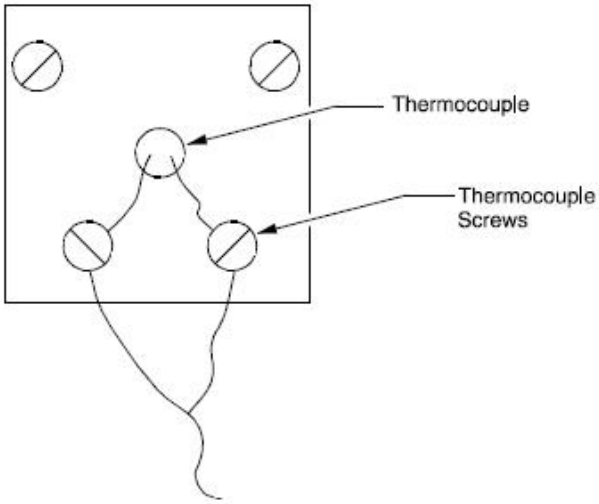

Figure 2. Thermocouple
5. Check that the thermocouple (top left of rear of furnace chamber) is securely mounted and that it is not damaged. Remove small cover on Rear panel of furnace to check thermocouple wiring connections. Red is always negative. Refer **Figure 2. "Thermocouple"** .